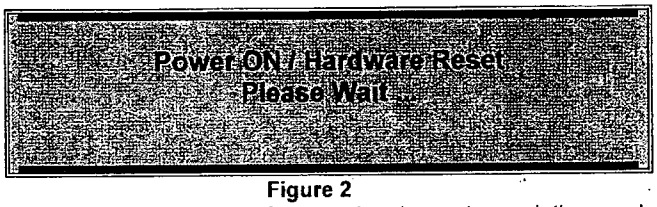

Figure 2
1. Activate main power. The "Power ON" message (Figure 2) is displayed. Power will now be applied to all modules and devices.